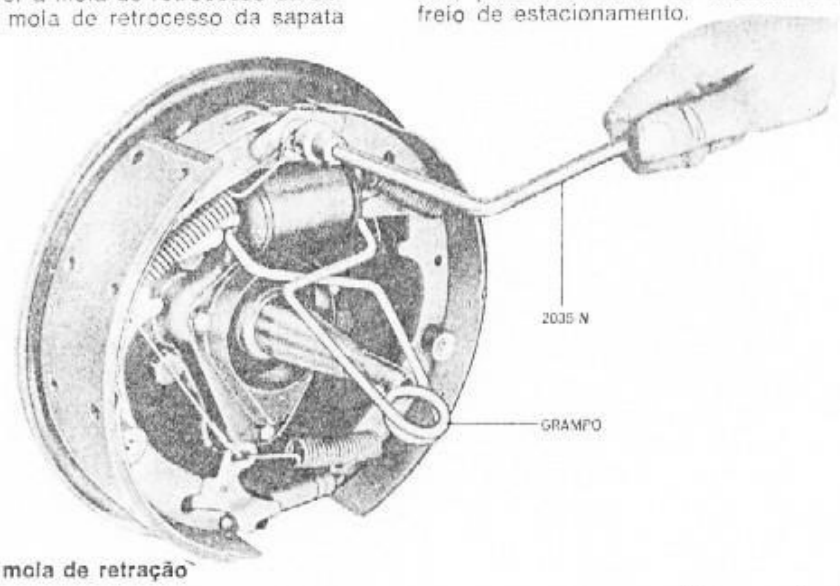

fig. 6 — remoção da mola de retração
2. Com o auxílio da ferramenta nº 2035-N, colocador e Removedor das Molas de Retrocesso das Sapatas de Freio, remover a mola de retrocesso da sapata secundária, a mola de retrocesso da sapata primária e o olhal do cabo de ajusté automático, do pino âncora (Fig. 6)